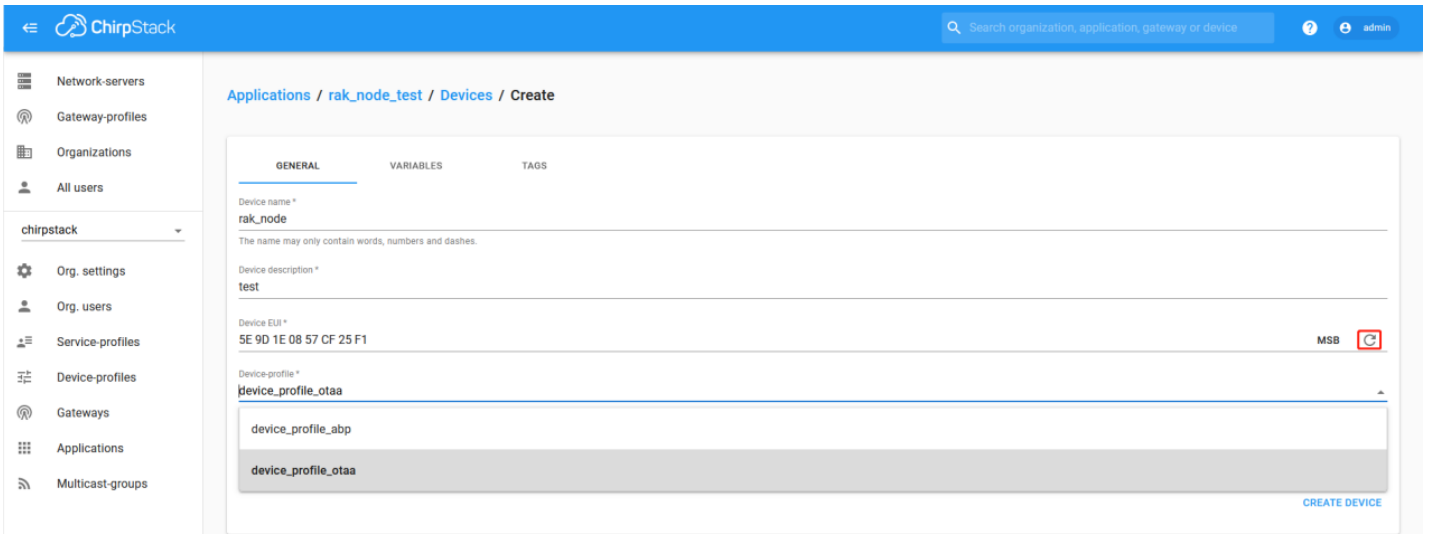

Figure 33: Generate a New Device EUI
- **Device EUI**: This interface allows you to generate a Device EUI automatically by clicking the icon highlighted in red in Figure 33. You can also add a specific Device EUI directly in the form.